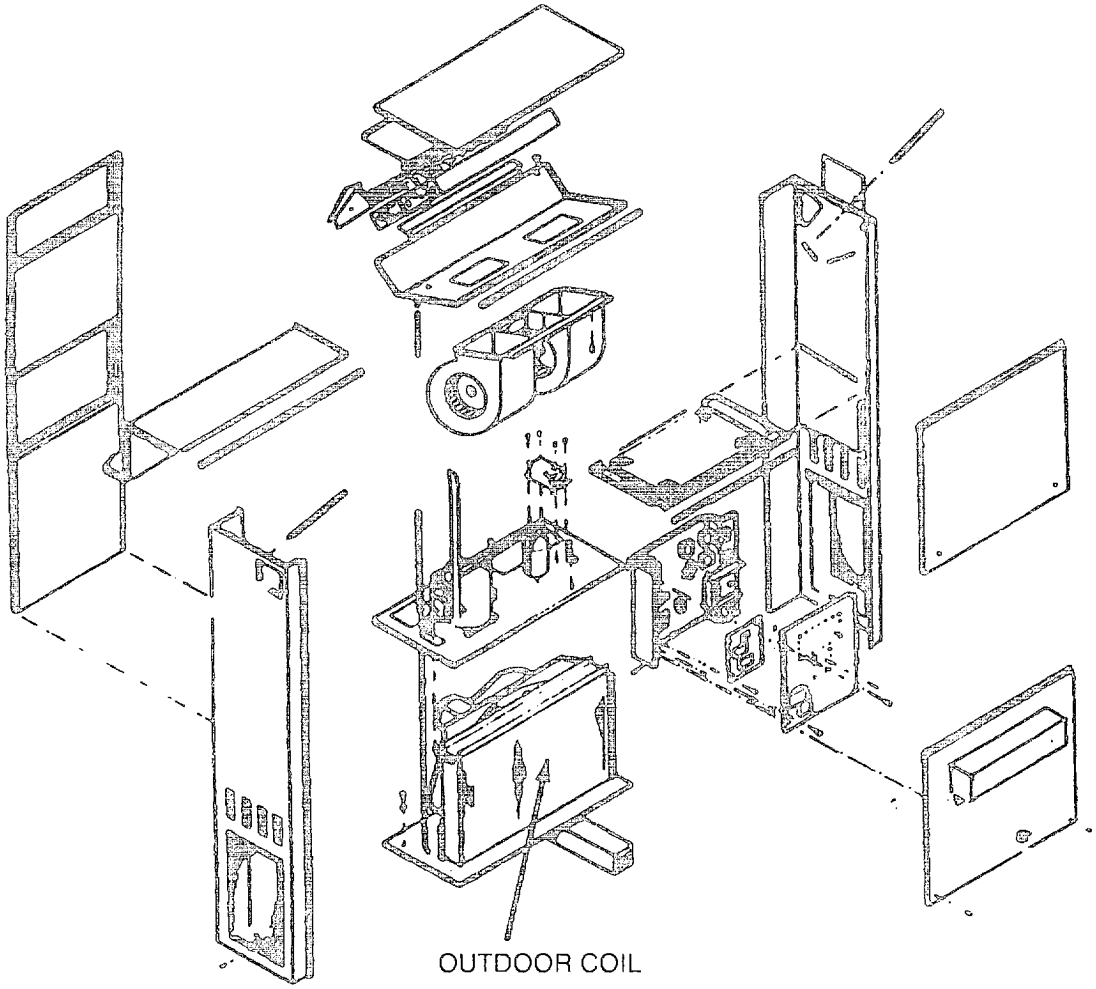

Figure 4-45. Outdoor Coil
(1) Inspect outdoor coil for proper mounting, cleanliness, and leaks. See Figure 4-45. If coil requires cleaning, service the coil If the coil mounting is loose or the coil is leaking. contact Direct Support Maintenance.
(2) Install both side door assemblies. See para 4-19.
(1) Blow dust and dirt out of the air passages in the outdoor coil using compressed air or the discharge side of a portable vacuum cleaner. See Figure 4-45. Blow from front to back In the opposite direction from operational airflow,